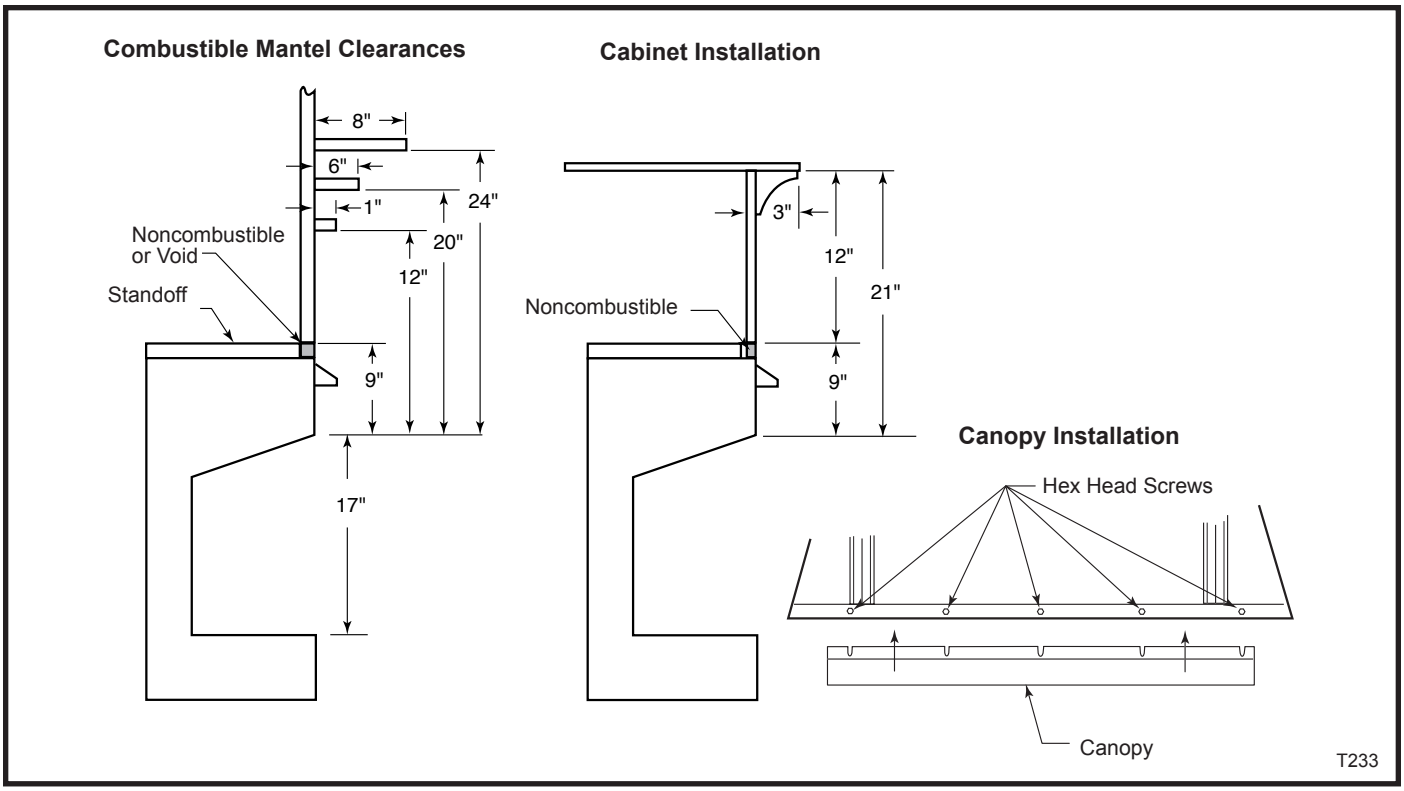

Fig. 3 Combustible mantel clearances.
The clearances to sidewalls and ceiling that are shown in Figure 3 must be considered when choosing the location for the fireplace.
A. Noncombustible materials must be used for all wall coverings below the top standoffs of the fireplace. (Fig. 3)
C. A combustible mantel must fall within the profile that is shown in Figure 3.
STOP! INSTALL CANOPY AT THIS TIME BY LOOSENING THE SCREWS LOCATED AT THE TOP FRONT OF THE FIREPLACE. NEXT, SLIDE THE SLOTTED FLANGE OF THE CANOPY UNDER THE LOOSENED SCREWS, THEN RETIGHTEN THE SCREWS TO SECURE THE CANOPY. (Fig. 3)